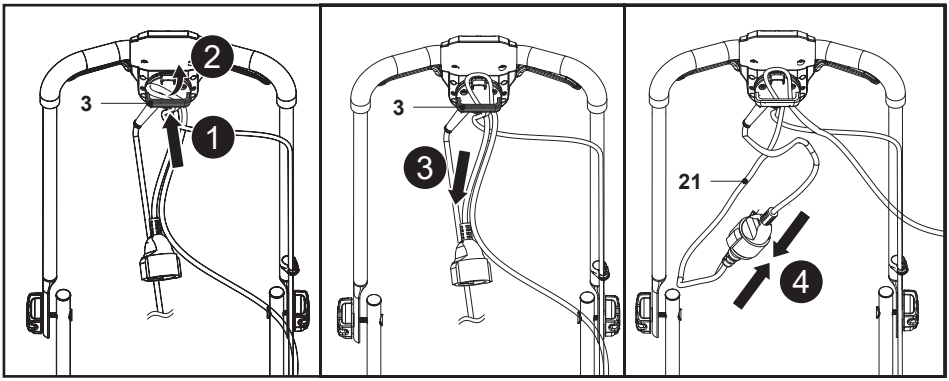

Fig. 8
1. Replier la rallonge à environ 30 cm de l'extrémité, faire passer la boucle dans le trou du support de câble (3) et accrocher la boucle sur le crochet (Fig. 8, étapes 1, 2).
2. Faire passer la rallonge par le support de câble (3) et tirer doucement sur le cordon pour s'assurer qu'il est bien fixé (Fig. 8, étape 3).
3. Brancher le cordon d'alimentation (21) sur la prise de la rallonge (Fig. 8, étape 4).